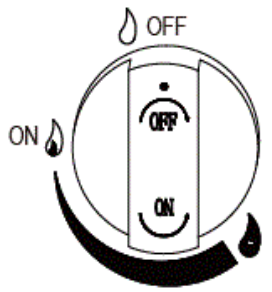

Figure 1
2.Control konb must be in the“OFF”position(Figure 1).